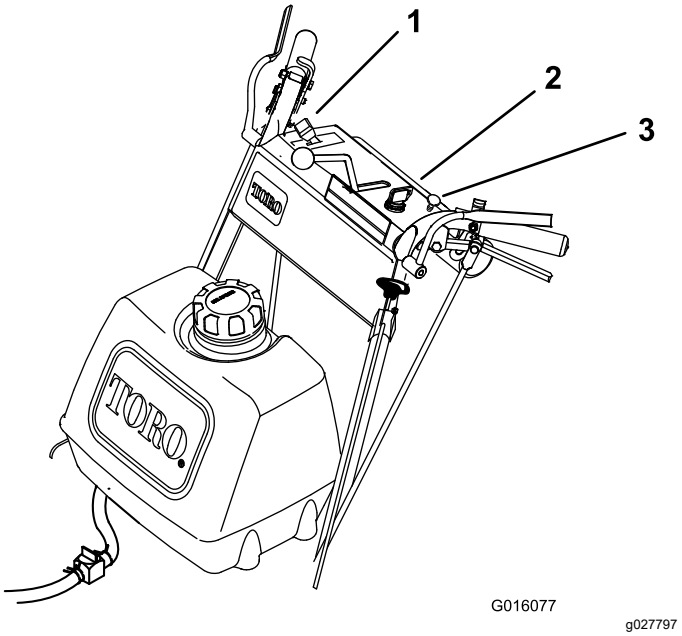

Figuur 7
3. Zet de gashendel in de stand TRAAG (Figuur 7).